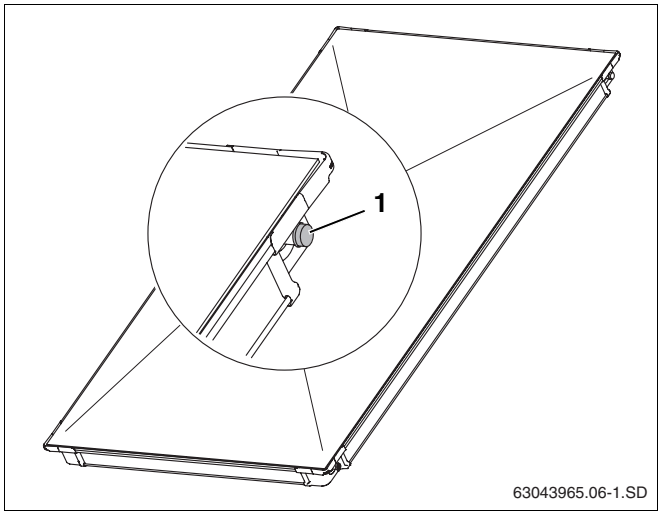

Abb. 6 Kunststoffkappen auf Kollektoranschlüssen
- Entfernen Sie die Kunststoffkappen (Abb. 6, **Pos. 1**) erst direkt vor der Montage.